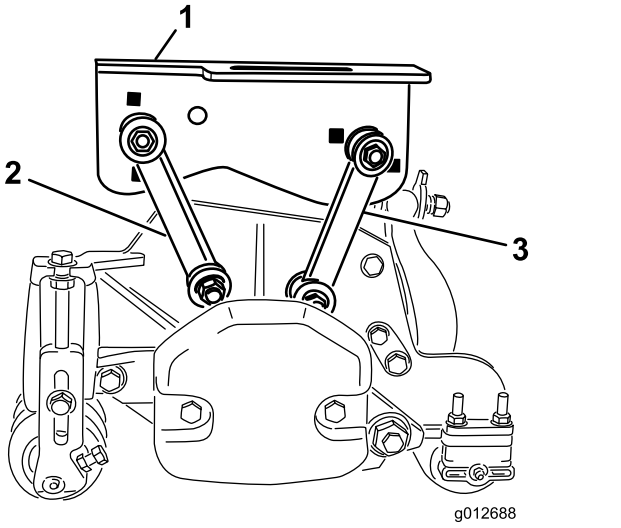

Figur 17
- Fäst de främre monteringslänkarna i hålen på den mellersta bärramen med en bult (⅜ x 2¼ tum), två planbrickor och en låsmutter såsom visas i Figur 17. Placera en bricka på var sida om länken vid montering. Dra åt fästelementen till 42 N·m.
- Fäst de bakre monteringslänkarna i hålen på den mellersta bärramen med en bult (⅜ x 2¼ tum), två planbrickor och en låsmutter såsom visas i Figur 17. Placera en bricka på var sida om länken vid montering. Dra åt fästelementen till 42 N·m.